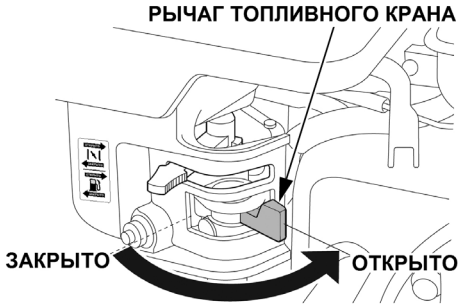

Рис. 8. Рычаг топливного крана
4. Откройте топливный кран переводом рычага вправо (Рис. 8).